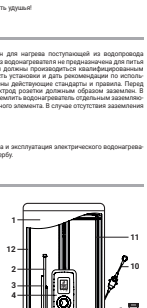

Рис. 1
- Предохранительный обратный клапан следует устанавливать в месте ввода холодной воды (см рис. 1).